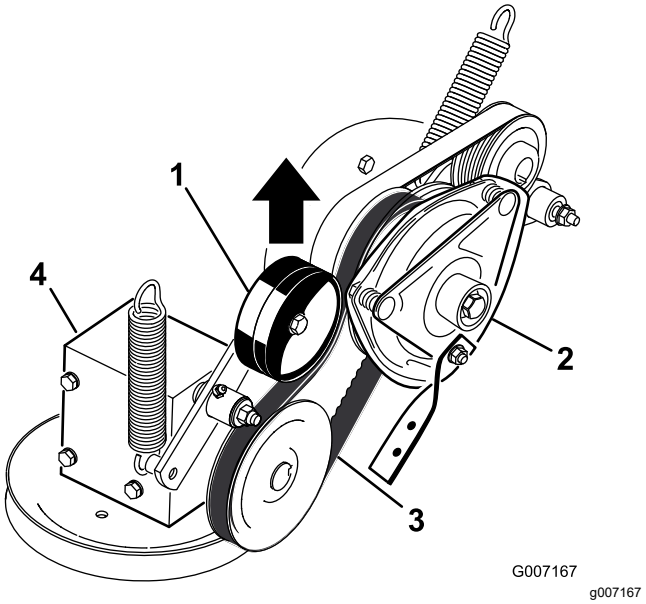

Figur 80
5. Dra upp kraftuttagsdrivremmens fjäderbelastade mellanremskiva och lossa remmen från kopplingsskivan (Figur 80).
17. Dra upp kraftuttagsdrivremmens fjäderbelastade remskiva och montera den på kopplingsskivan (Figur 80).